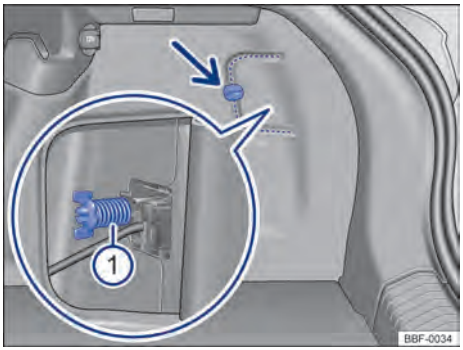
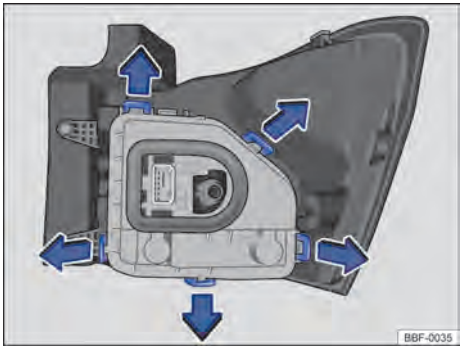

Fig. 189 No compartimento de bagagem: desinstalar cobertura e retirar o parafuso borboleta ① (lupa).
Fig. 190 Lanterna traseira: desinstalar o suporte das lâmpadas
① Observar a lista de controle e executar as ações → Página 250.
② Abrir a tampa traseira → Página 79.
③ Para abrir a cobertura da lanterna, girar a trava → Fig. 189 (seta).
④ Abrir a cobertura junto com a trava para o lado.
⑤ Soltar o parafuso borboleta ① (lupa) e retirá-lo, segurando, ao mesmo tempo a lanterna traseira.
⑥ Puxar cuidadosamente a lanterna traseira para fora, para desencaixá-la da carroceria → ⓘ.
⑦ Desencaixar o conector de alimentação das lâmpadas da lanterna, para remover totalmente a lanterna.
⑧ Colocar a lanterna traseira sobre uma superfície limpa e lisa.
⑨ Para destravar o suporte das lâmpadas, pressionar cada lingueta de travamento → Fig. 190 no sentido das setas.
⑩ Remover o suporte das lâmpadas cuidadosamente.
⑪ Para remover as lâmpadas incandescentes queimadas pressionar a lâmpada contra o alojamento e girar no sentido anti-horário.
⑫ Substituir a lâmpada incandescente queimada por uma lâmpada incandescente nova do mesmo modelo.
⑬ Para inserir as novas lâmpadas no suporte das lâmpadas, introduza a nova lâmpada no respectivo alojamento. Pressionar a lâmpada e girar no sentido horário até o batente.
⑭ Certificar-se de que as lâmpadas estão corretamente fixadas no suporte das lâmpadas.
⑮ Instalar o suporte das lâmpadas na lanterna traseira. As linguetas de travamento → Fig. 190 devem encaixar de forma audível.
⑯ Colocar o conector de alimentação na lanterna.
⑰ Encaixar a lanterna traseira cuidadosamente no alojamento da carroceria.
⑱ Segurar a lanterna traseira na posição de montagem com uma das mãos e aparafusar com a outra o parafuso borboleta → Fig. 189 ①.
⑲ Recolocar a cobertura da lanterna em sua posição e girar a trava para fechar.
⑳ Fechar a tampa traseira → Página 79.